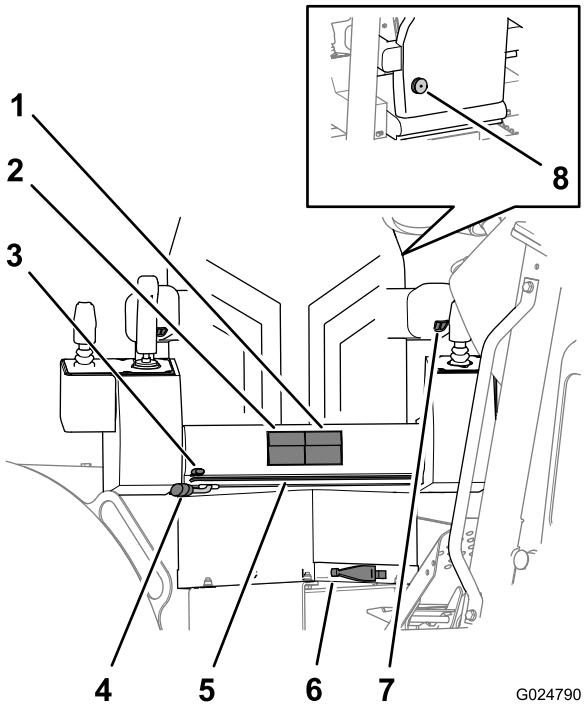

Figure 17
- **Seat-height buttons**–use them to adjust the seat pad up or down (Figure 17).
- **Seat-slide buttons**—use them to slide the seat pad forward or rearward (Figure 17).
- **Seat-frame-slide lever**—Use this lever to adjust the entire seat and frame forward or rearward (Figure 17).
- **Seat-base-slide lever**—Use this lever to move the seat base forward or rearward on the seat frame (Figure 17).
- **Seat-rotation lever**—Use this lever to unlock the seat so that you can rotate the seat to the desired position. The seat will rotate 360° and lock into position at 10° increments (Figure 17).
- **Seat-weight compensator**—Rotate this lever for the weight compensator to adjust the seat support tension for the weight of the operator (Figure 17).
Rotate the armrest-height control to raise or lower the armrest (Figure 17).
Rotate the seat-lumbar knob, found behind the seat, to adjust the back lumbar support for best comfort (Figure 17).